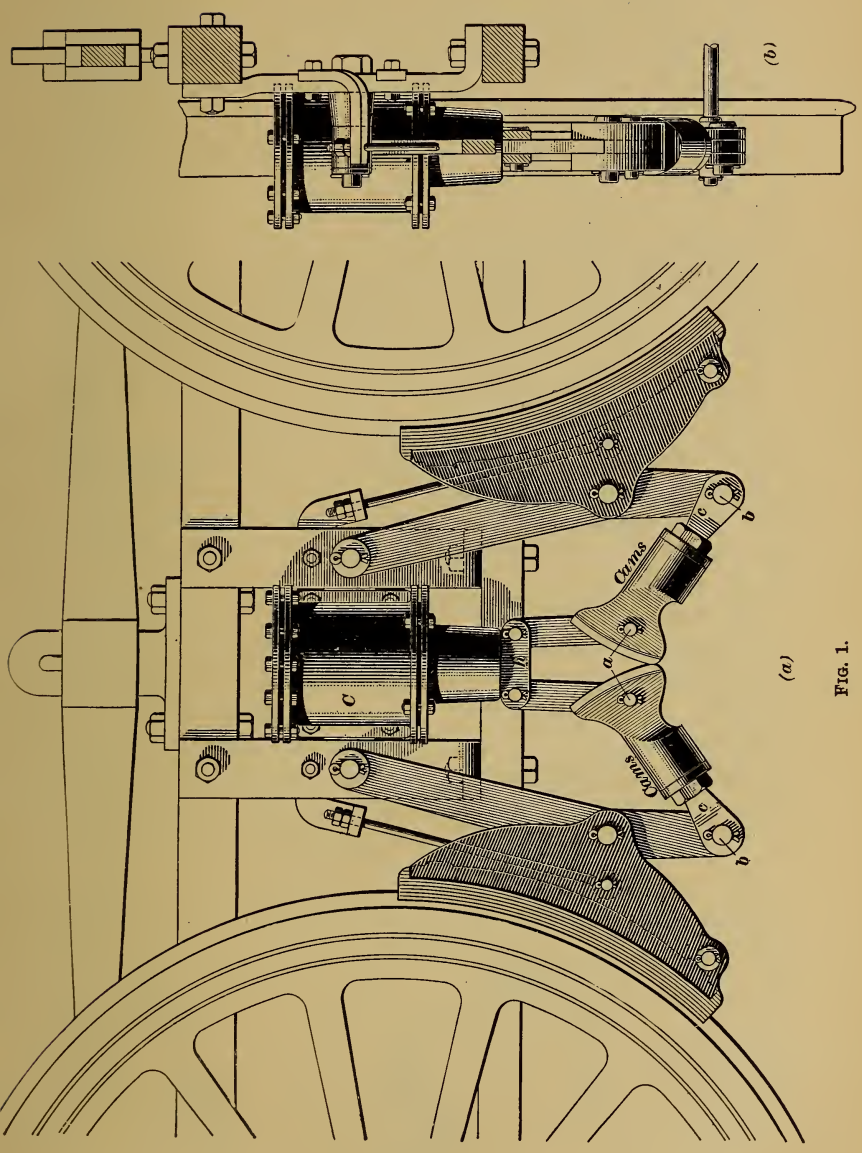

Fig. 1.
46. In passenger service, each car is provided with a valve called the conductor's valve (see Fig. 1, Part 1), by means of which the brakes can be applied from the cars. This valve is connected to the train pipe by means of a branch pipe, and when the valve is open it makes a direct passage from the train pipe to the atmosphere. The conductor's valve is intended to be used only in cases of emergency, when it is necessary to stop the train as soon as possible. It should be opened gradually and held open until the train comes to a stop, for if it should be closed while the engineer's brake valve is in running position, the brakes will be released again.
54. Cam Driver-Brakes.—In Fig. 1 are shown two views of the *push-down* type of **cam driver-brake,** (*a*) being a side view, and (*b*) an end view. As air is admitted into the brake cylinder *C*, the piston and, consequently, the crosshead *h* are forced downwards, thus causing the cams to roll on each other and move the cam-screw pins outwards, pressing the shoes against the wheels.